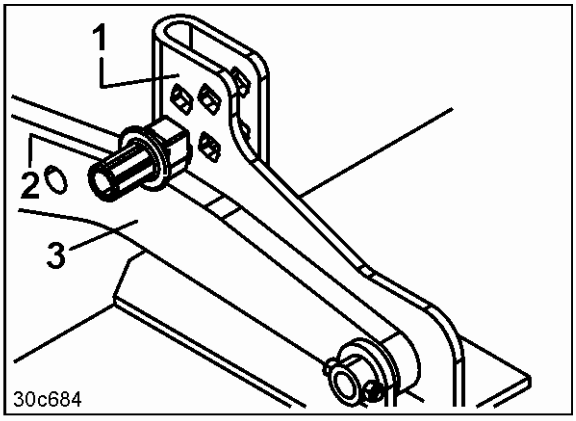
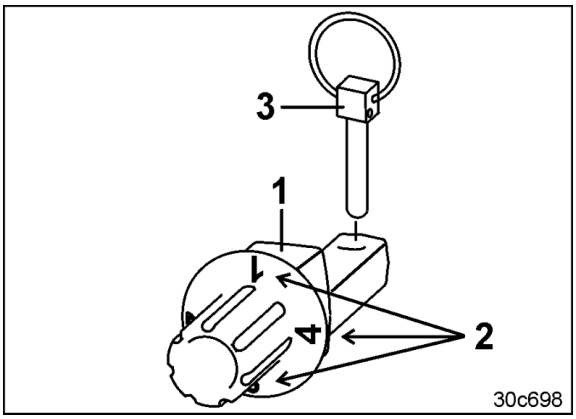

Fig. 72
Fig. 73
Indstillingssegmentet (Fig. 72/1) bruges til indstilling af arbejdsdybden.
Arbejdsdybden indstilles ved at ændre dybdereguleringsboltens (Fig. 72/2) placering i indstillingssegmentet.
De forskellige indstillinger virker på bærearmen (Fig. 72/3).
Fare for klemning! Tag kun fat om dybdereguleringsboltene på grebet (Fig. 72**/2)!**
Kanterne (Fig. 73/1) på dybdereguleringsboltene har forskellige afstande og er mærket med tallene 1 til 4 (Fig. 73/2).
- jo højere dybdereguleringsbolten (Fig. 72/2) sættes i justeringssegmentet
- jo større tallet (Fig. 73/2) er, som ligger an mod bærearmen (Fig. 72/3).
Sørg for at sikre dybdereguleringsboltene med ringstifter (Fig. 73/3), når boltenes indstilling er blevet ændret.
Foretag indstillingen på alle justeringssegmenter (Fig. 72/1), så rotorgrubberen under arbejdet indstilles vandret i forhold til markens overflade.